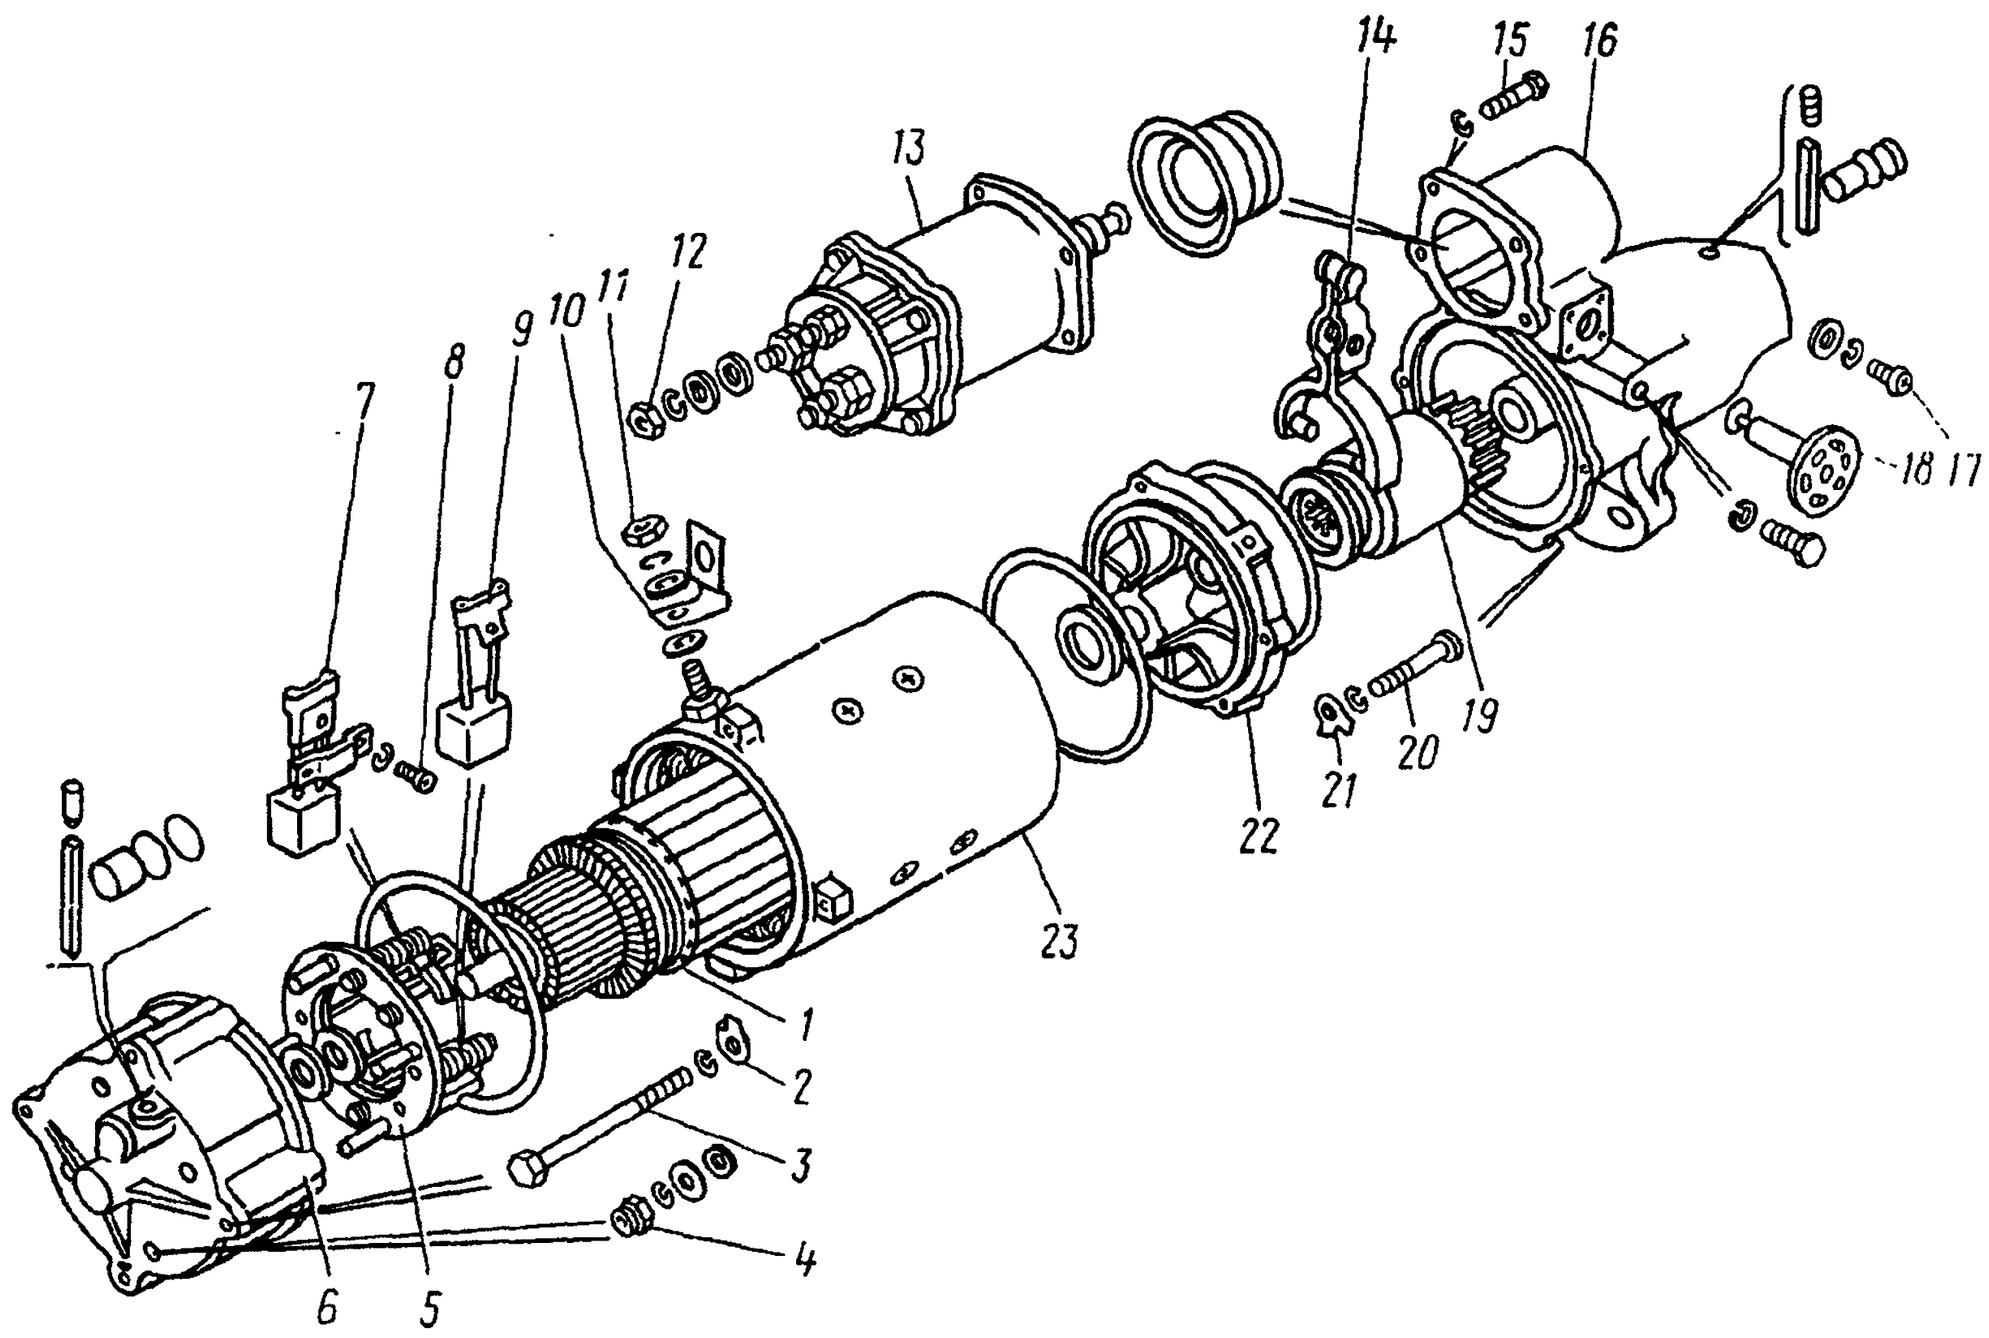

Рис. 362. Стартер СТ142Б:
2. Отвернув гайки *11* и *12* (рис. 362), снимите перемычку *10*, соединяющую реле *13* и корпус *23*	Ключ 19 мм
14. Закрепите корпус *23* стартера (см. рис. 362) в тисках	Тиски